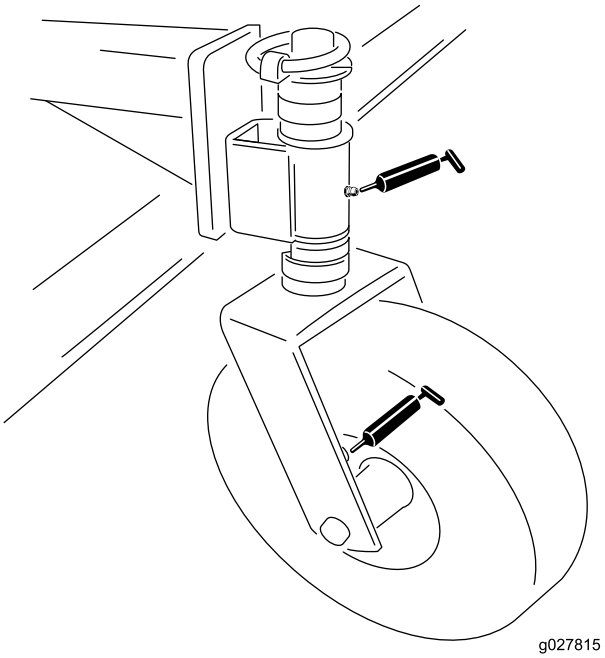

**Рисунок 7**
- Поворотное колесо (2 шт.) (Рисунок 7)